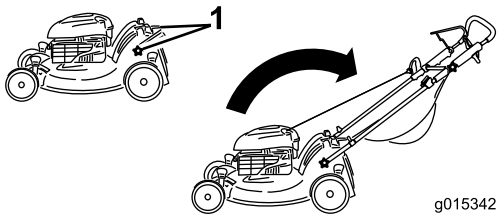

Figura 3
1. Staccate le manopole della stegola dalla scocca del tosaerba (Figura 3).
1. Manopola della stegola (2)
3. Montate e serrate le manopole della stegola staccate al punto 1 (Figura 3).